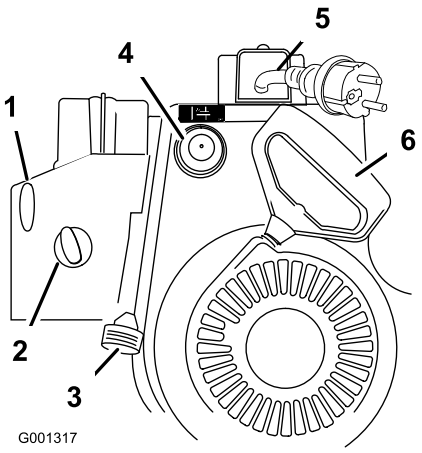

Figur 20
7. Starta snöslungan med startsnöret eller med den elektriska startmotorn (Figur 20).